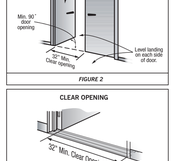

FIGURE 1
- ☐ Doors, doorways and gates that are part of an accessible route shall comply with this section. Fig. 1, 2 & 3